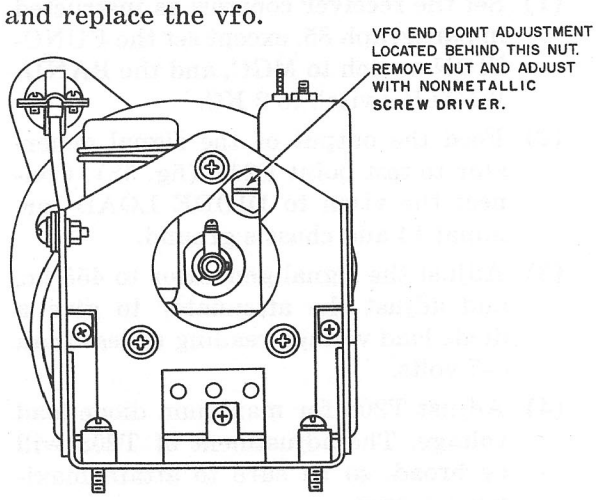

Figure 92. Variable-frequency oscillator end point adjustment.
(fig. 92)
b. Remove the plug which covers the end point adjustment L701 (fig. 92).